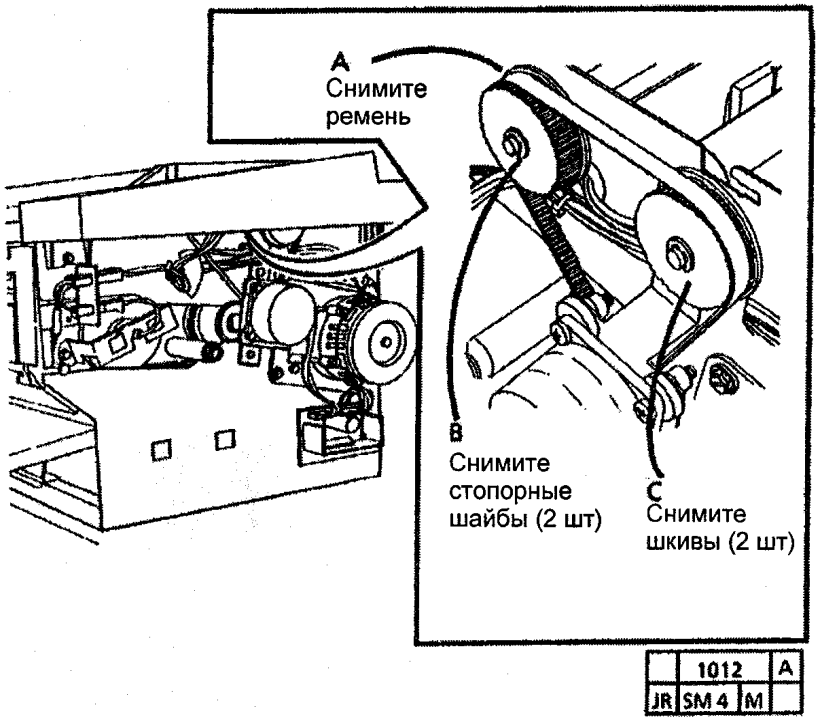

Рис. 1 Снятие шкивов привода
6. (РИС. 1): СНИМИТЕ ШКИВЫ ПРИВОДА.